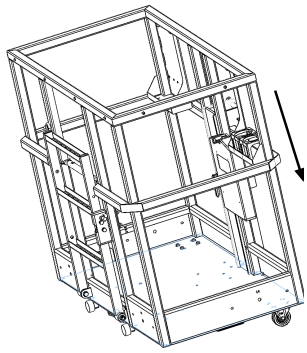

Fig. 124
2. Working as a pair, insert the platform (Fig.124) into the holder and press into the mount.